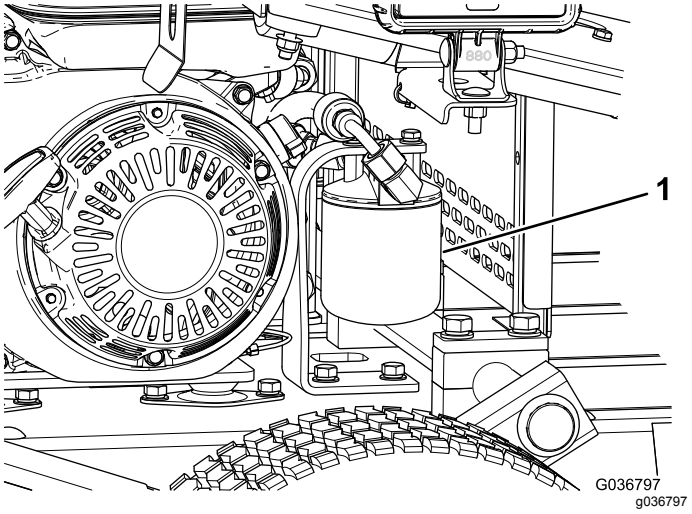

Figur 37
5. Ställ ett avtappningskärl under filtret och ta bort filtret (Figur 37).